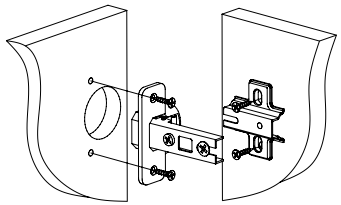

Рис.3
4. С помощью шурупов 3,5х16 установить петли накладные на фасад и ответные планки петель на крышку 1 (Рис. 3).